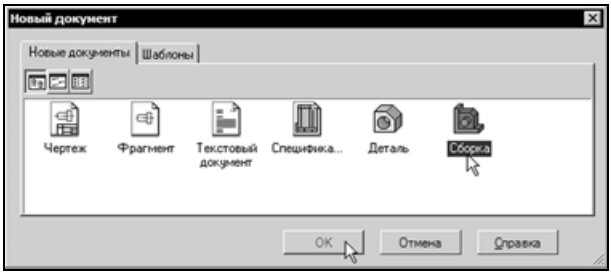

Рис. 8.86
- Создайте новый файл сборки. Для этого нажмите кнопку **Создать** на панели **Стандартная**. В окне **Новый документ** укажите тип документа **Сборка** и нажмите кнопку **OK** (рис. 8.86).